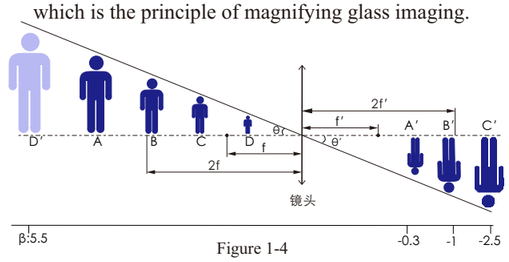

Figure 1-4
* -1< β < 0, the object image of the opposite side, into an inverted reduced solid image, as shown in Figure 1-4 of the AA′, which is the principle of lens imaging.
When β = -1, the object image of the opposite side, forming an inverted, equal-sized solid image, as shown in BB′ of Figure 1-4.
β < -1, the object image of the opposite side, into an inverted magnified solid image, as shown in Figure 1-4 of the CC′, which is the principle of microscope imaging.
β >0, the object image of the same side, into an orthogonal magnified virtual image, as shown in Figure 1-4 DD ′, which is the principle of magnifying glass imaging.
As illustrated in Figures 1-4, the focal length determines the FOV angle θ. Selecting the lens allows us to determine the Objects and Images relationship and approximate the size of the field of view at different working distances using the formula. The smaller the magnification, the larger the field of view that can be observed and the further away from the lens. When the working distance is sufficiently far, the working distance can be calculated using the formula 2-4: